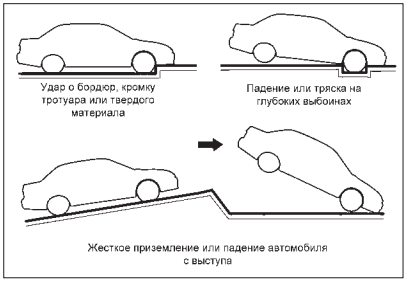

Рис. 24. Примеры ситуаций со срабатыванием СНПБ
Примеры ситуаций со срабатыванием СНПБ (рис. 24):
– в случае достаточного по силе удара, воздействующего на автомобиль спереди, некоторые примеры показаны на рис. 24.